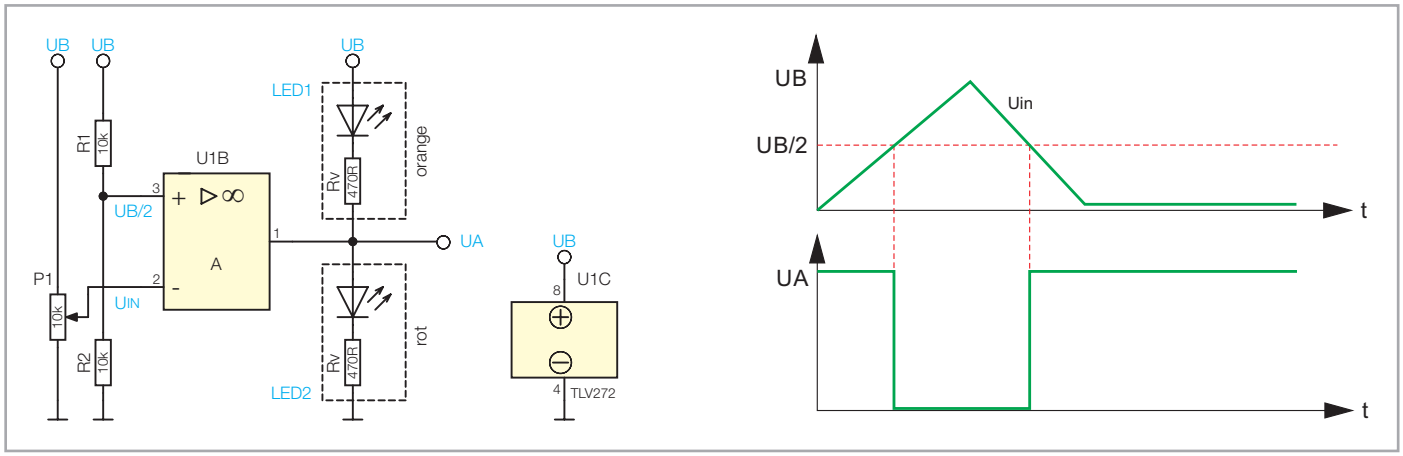

Bild 3: Grundschaltung eines Komparators (invertierend) mit Kennlinie
Die erste Grundschaltung, die wir näher betrachten wollen, ist ein invertierender Komparator, der in Bild 3 dargestellt ist. Die Ausgangszustände des Komparators werden hier durch zwei LEDs angezeigt. Bei einem High-Potential am Ausgang leuchtet die untere LED2 (rot) auf, während bei einem Low-Potential die obere LED1 (orange) aufleuchtet.
Die Eingangsspannung wird mit dem Potentiometer P1 vorgegeben und erstreckt sich über den vollen Betriebsspannungsbereich. Diese Spannung führt auf den invertierenden Eingang (-). Die Schaltschwelle am nichtinvertierenden Eingang (+) ist mit dem Spannungsteiler R1/R2 fest auf UB/2 festgelegt. Im Diagramm (Bild 3, rechts) ist zu erkennen, was am Ausgang (UA) passiert, wenn man die Eingangsspannung verändert (grüne Kennlinie UIN). Bei einer Eingangsspannung von 0 V liegt am Ausgang (UA) High-Potential, da der Operationsverstärker das Eingangssignal invertiert. Erreicht die Eingangsspannung den Wert der Schaltschwelle (UB/2), wechselt der Ausgang auf Low-Potential. Solange die Eingangsspannung sich oberhalb der